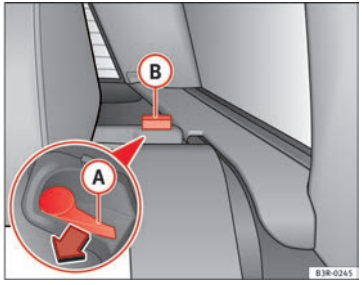

Fig. 127 Backrest release lever
– Press the release lever (A) ⇒ fig. 127 in the direction indicated by the arrow.